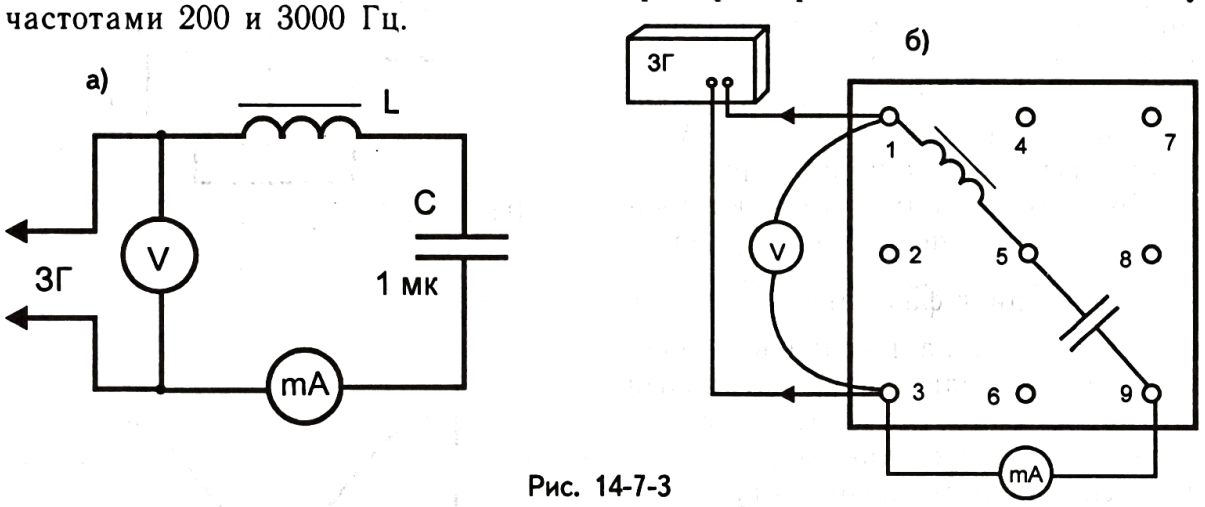

Рис. 14-7-3
1. Соберите электрическую цепь по рис. 14-7-3, а и б.